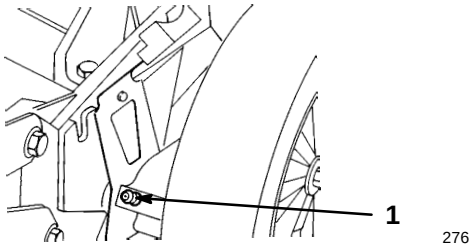

Figure 28
1. Wipe the grease fittings on the rear height-of-cut adjustors (Fig. 28) with a clean rag.